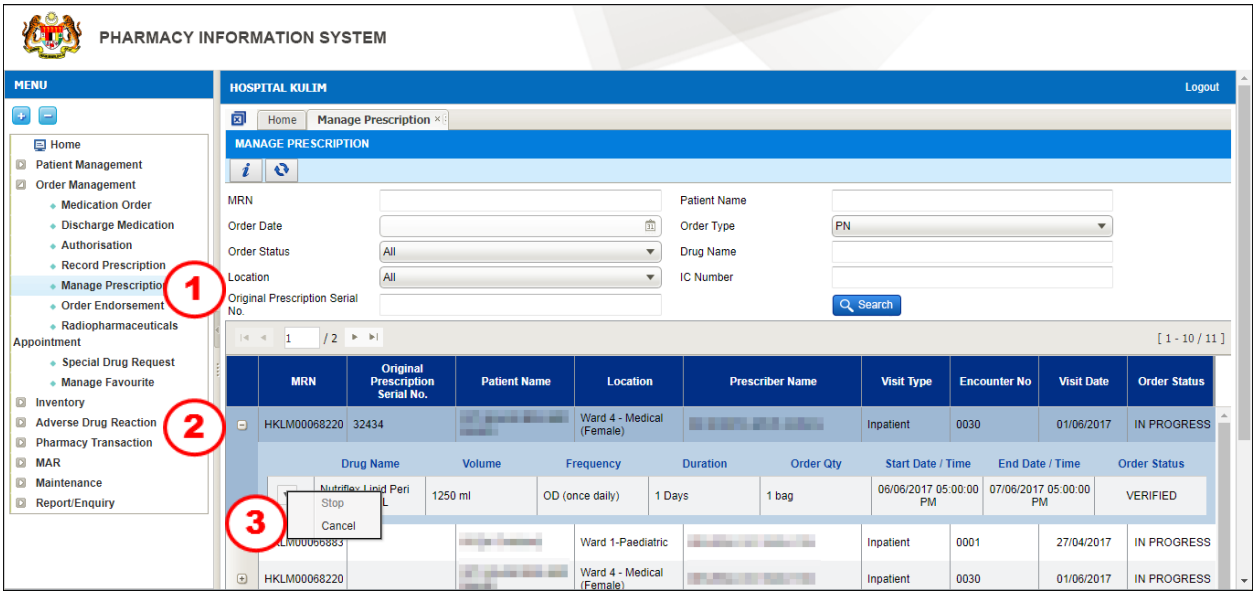

Figure 5.1-1 Manage Prescription - stop/cancel order
Click on the expand button to display order details as per Figure 5.1-1
Right click mouse on the button and select 'Cancel' as per Figure 5.1-1
- *Select 'Stop' function to stop order that has dispensed to patient as per Figure 5.1-1.*